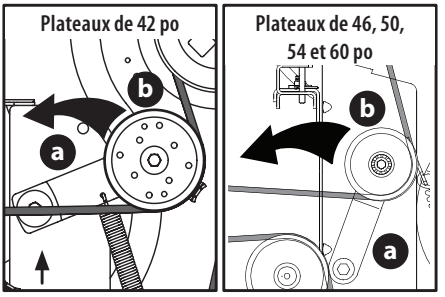

Fig. 41
a. À l'aide de la poignée de levage du plateau ou de la pédale et du bouton de levage du plateau, ou de la pédale et de la goupille de levage du plateau, élevez-le jusqu'à la position la plus horizontale possible entre les galets tendeurs du plateau et la poulie de la PDF située au bas du moteur (Fig. 41 à la page 106).
b. En partant du milieu du tracteur, faites pivoter le support du galet (a) et le galet tendeur mobile (b) vers l'arrière avec un éloignement suffisant pour soulever la courroie et la faire passer au-dessus de la poulie de fusée (Fig. 41).